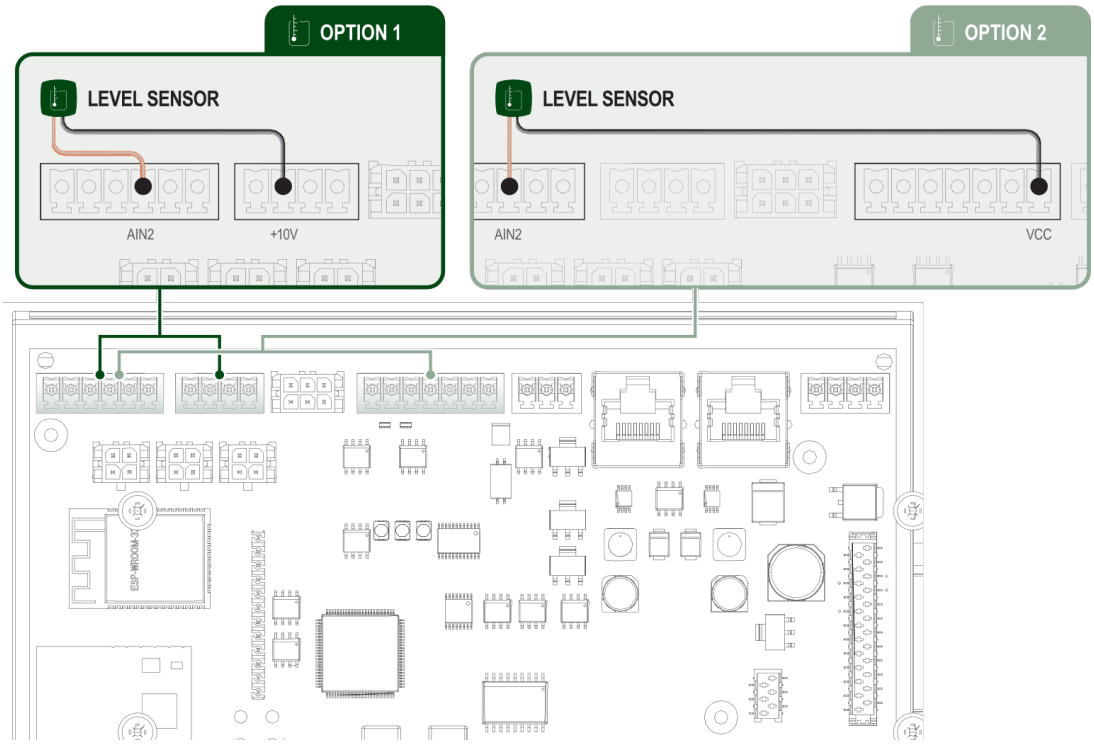

Abbildung. 18 Anschluss an Klemmen
Esy I/O regelt den Wasserstand über den Zweileiter-4/20-mA-Stromtiefensensor. Der Sensor kann mit bis zu 12 V DC betrieben werden (Option 2, siehe Abbildung. 18), und die Reichweite kann über die "*H2D*"-App eingestellt werden. Der Füllstandssensor muss direkt an die Klemme angeschlossen werden, wie in Abbildung. 18. Urheberrecht Der Anschluss ist über Option 1 oder Option 2 möglich.
1. Füllstandssensor zur Überwachung des Wasserstands im Auffangbehälter. Für die Verkabelung schließen Sie das Netzkabel an die AIN2- und +10V- oder AIN2- und VCC-Klemme an (siehe Abbildung. 18)